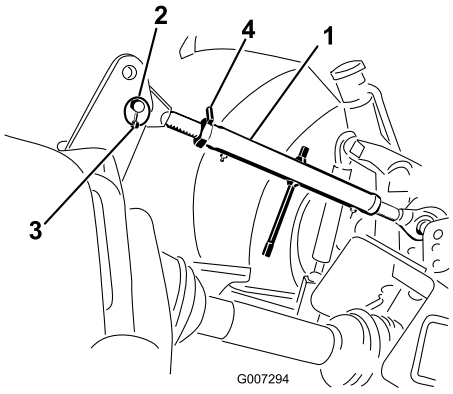

**Figur 6**
1. Tilslut den øverste forbindelse til det nederste hul i beslaget, og fastgør den med kædebolt og ringstift (Figur 6).
3. Drej den øverste forbindelse for at stramme forbindelsen. Juster den, indtil forenden af dybdelufterens stel er 90 grader i vandret position (Figur 6).